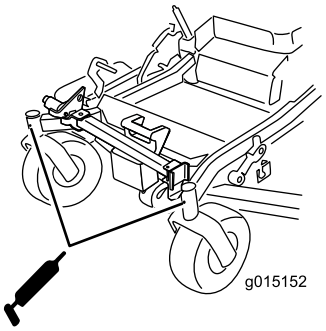

**Figure 45**
9. Sortez le graisseur Zerk de l'orifice. Remettez le bouchon hexagonal et le capuchon antipoussière en place (Figure 45).